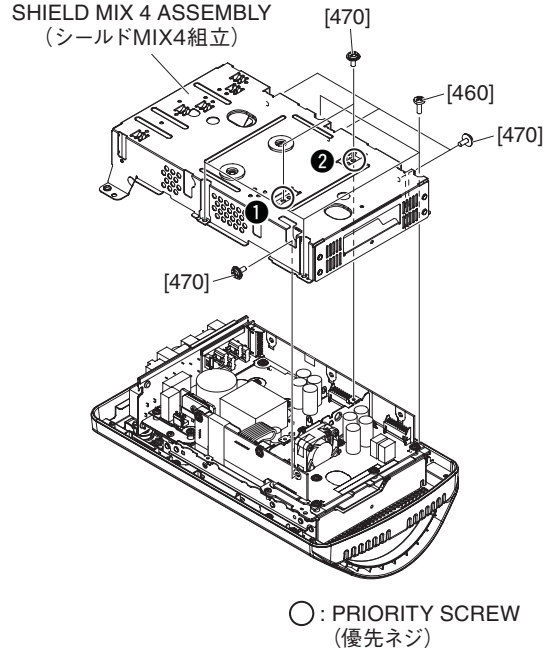

Fig. B-2 (図B-2)
B-2-2 Remove the four (4) screws marked [460] and six (6) screws marked [470]. The shield mix 4 assembly can then be removed. (Fig. B-2)
* ***When installing the shield mix 4 assembly, first tighten the screws marked [460] and then tighten the screws marked [470]. (Fig. B-2)***
* ***For the screws marked [470], first tighten the two (2) priority screws in order as shown in Fig. B-2. (Fig. B-2)***
B-2-2 [460] のネジ 4 本と [470] のネジ 6 本を外して、シールド MIX4 組立を外します (図 B-2)
※ シールド MIX4 組立を取り付けるときには、先に [460] のネジを締めてから [470] のネジを締めてください。(図 B-2)
※ [470] のネジは、優先ネジ 2 本を図に示す順で先に締めてください。(図 B-2)